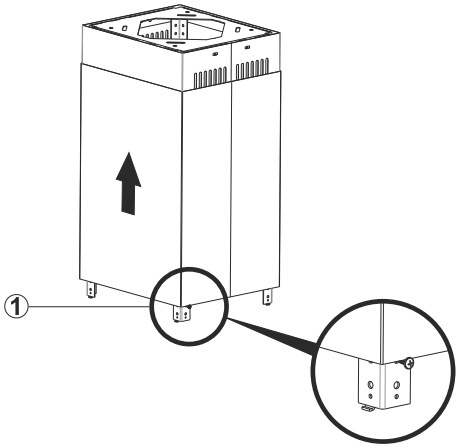

Fig. 12
1. Trä nu skorstenen över stängerna (Fig.12).
2. Skruva i en 3,5x9,5 skruv (1) halvvägs in på sidan av en av stängerna. Du kan nu låta skorstenen vila på skruven för att montera dem senare (Fig. 12).